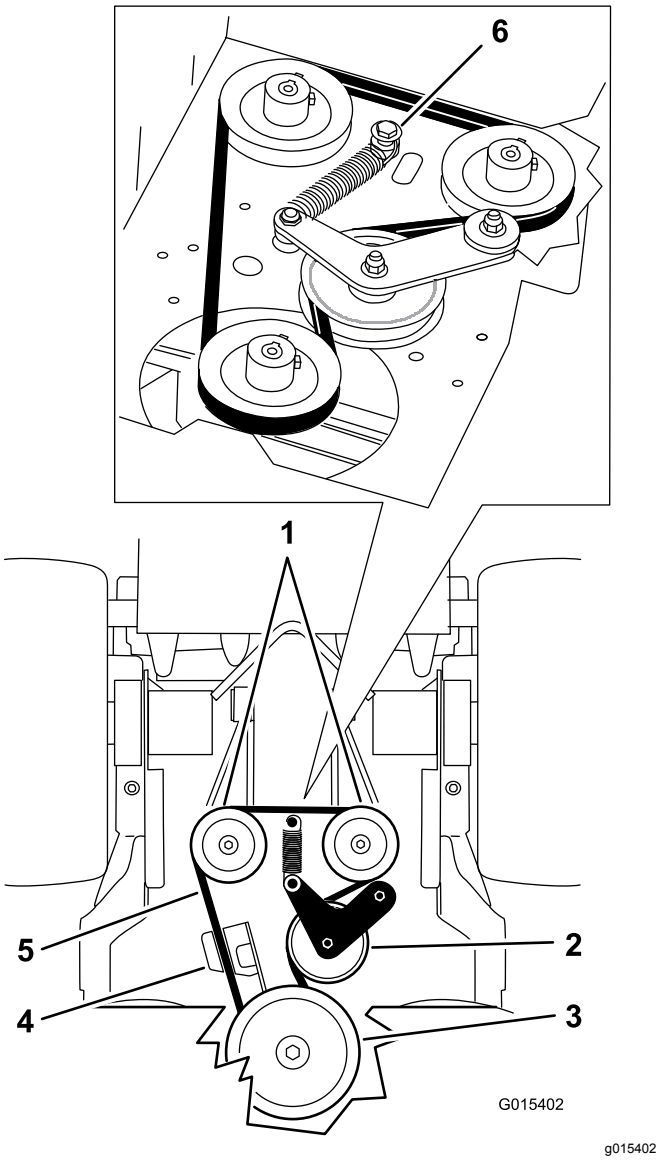

Figur 66
5. Ta bort ansatsbulten, muttern och brickan från motordäcket och den anslutna fjädern (Figur 66).
6. Ta bort pumpdrivremmen (Figur 66).
8. Sätt dit fjädern på ansatsbulten och brickan och anslut den till motordäcket med muttern (Figur 66).